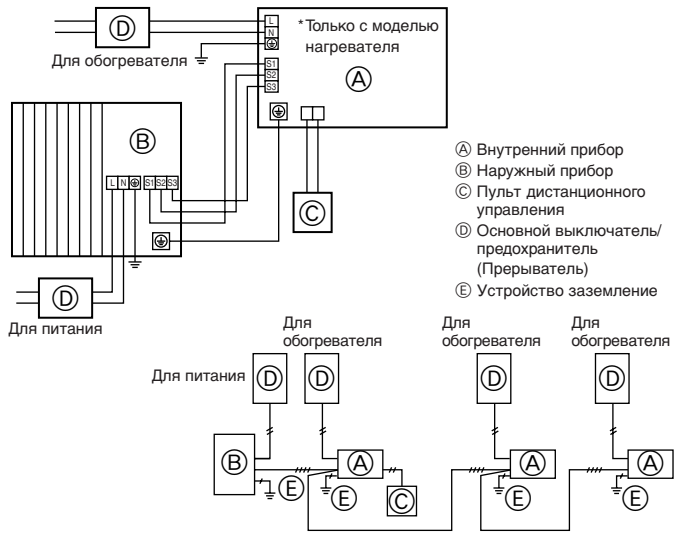

Fig. 6-1
6.1. Наружный прибор (Fig. 6-1, Fig. 6-2)
① Снимите защитную панель.
② Подсоедините кабели, как указано на рис. 6-1 и рис. 6-2.